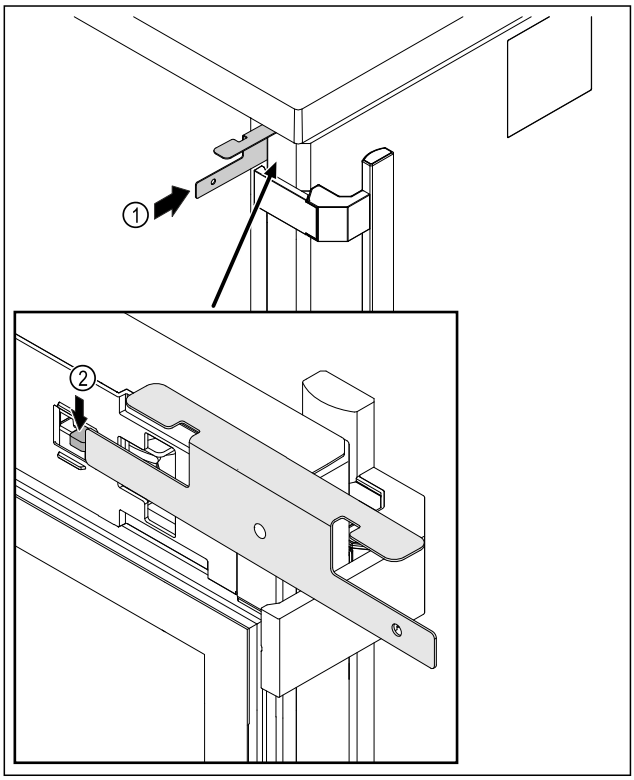

Fig. 218
▶ Introduceți cheia de deblocare de urgență *Fig. 218 (1)* între ușă și corpul aparatului.
▶ Apăsați cârligul de închidere *Fig. 218 (2)* în direcția balamalei.